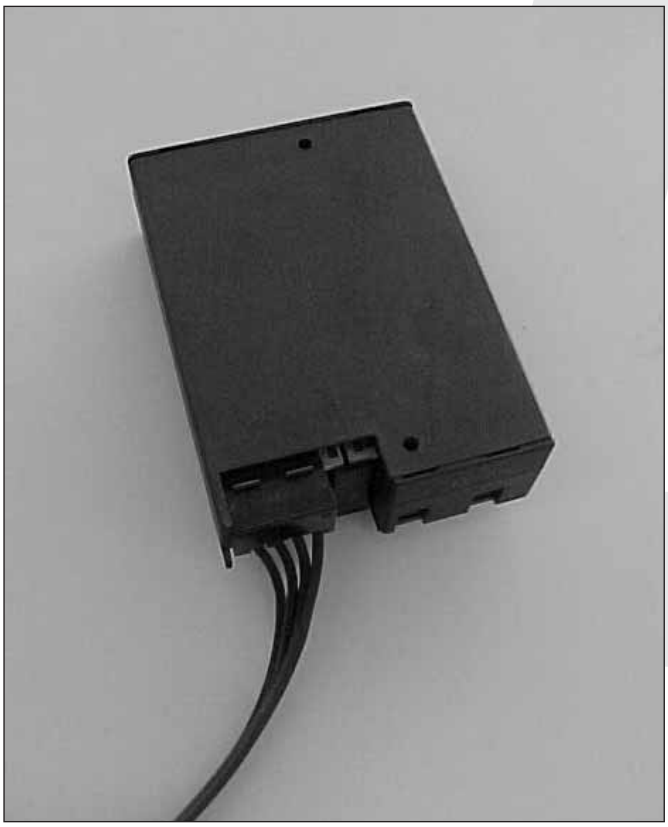

fig. 17a
- Slide the white plug of the cable onto the receiver circuit board (fig. 17a).